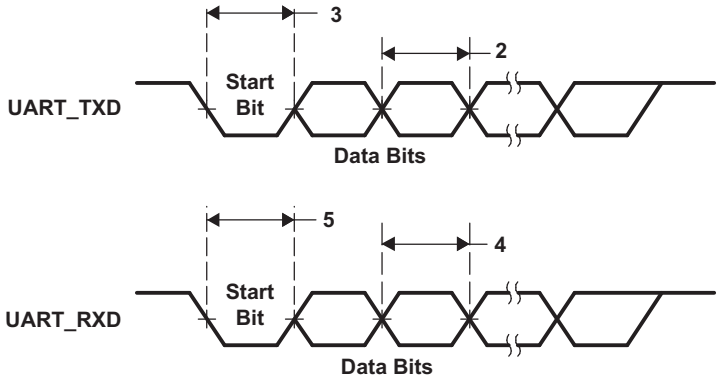

Figure 5-41. UART Transmit and Receive Timing
Table 5-35. Timing Requirements for UART Receive(1) (2) (see Figure 5-41)
(1) U = UART baud time = 1/programmed baud rate.
(2) Based on a maximum CPU frequency of 50 MHz.
Table 5-36. Switching Characteristics Over Recommended Operating Conditions for UART Transmit(1) (2) (see Figure 5-41)